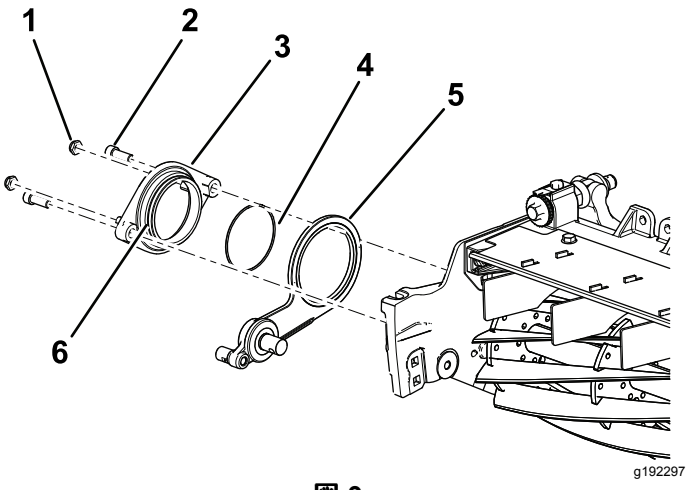

図 9
3. ピボットハブアセンブリの外側に、固着防止コンパウンドを塗る図 9。
4. アイドラアセンブリの上から、リールにピボットハブを固定する六角ソケットボルト2 本を使用する⅜ x ¾"図 9。
5. ピボットハブにロックナット2個を仮止めする 図 9。